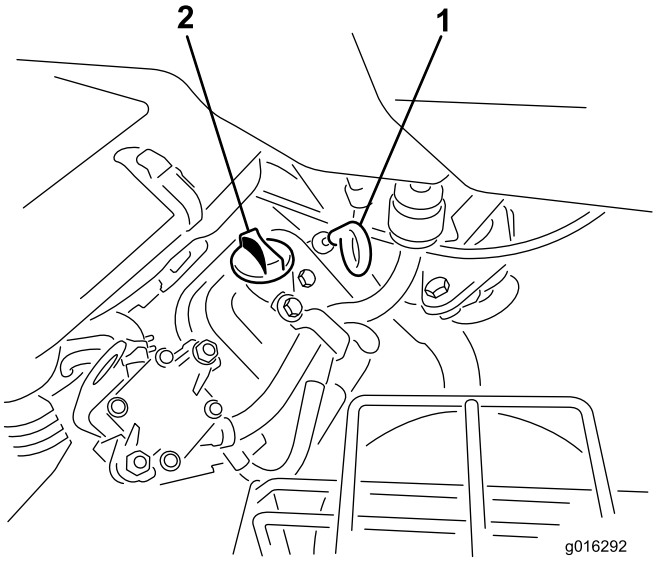

Figur 27
2. Ta ut oljestickan och torka av den med en ren trasa. Stick ned oljestickan i röret, skruva fast den och se till att den sitter ordentligt (Figur 27).